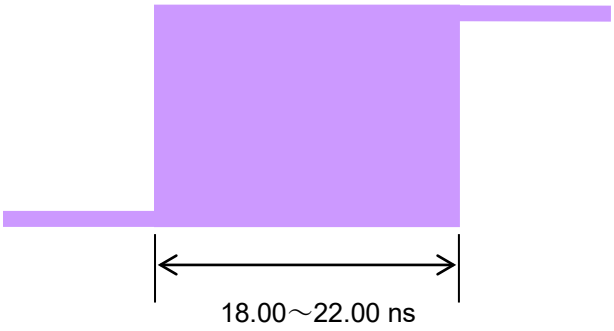

図6.3.5-2　サンプリングオシロスコープで測定された波形例
4.　波形に立ち上がりまたは立ち下がりをサンプリングオシロスコープの Center に合わせ、スパンを 5 ns/Div にします。10 s 重ね描きし測定された波形の位相偏移量が図6.3.5-2に示す範囲に収まっていることを確認してください。